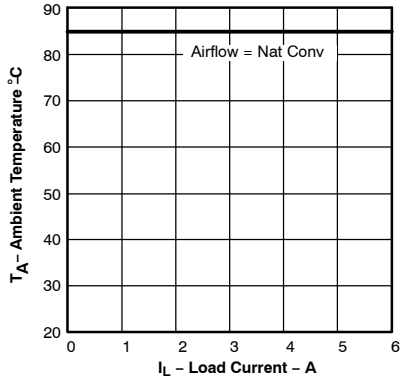
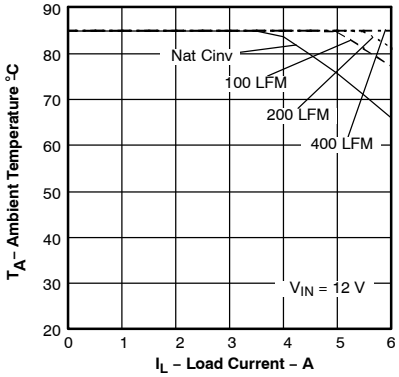

Figure 4.
Figure 5.
(2) The temperature derating curves represent the conditions at which internal components are at or below the manufacturer's maximum operating temperatures. Derating limits apply to modules soldered directly to a 4 mm x 4 mm double-sided PCB with 1 oz. copper. For surface mount packages (AS and AZ suffix), multiple vias (plated through holes) are required to add thermal paths around the power pins. Please refer to the mechanical specification for more information. Applies to Figure 4, and Figure 5.